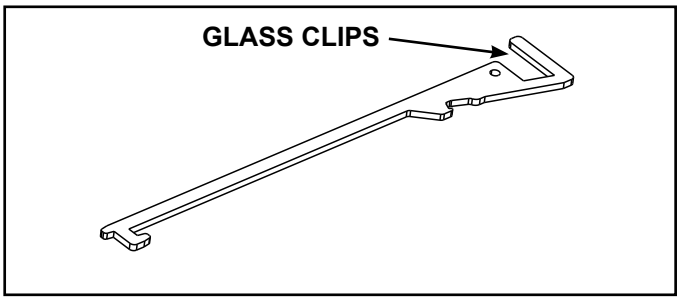

Figure 9.1 Multi-PurposeTool
- To release glass assembly, use the supplied multi-purpose tool (Figure 9.1) to pull the two bottom spring-loaded latches forward and allow them to retract away from the glass assembly. Tilt the bottom of the glass assembly outward until the top latches disengage.